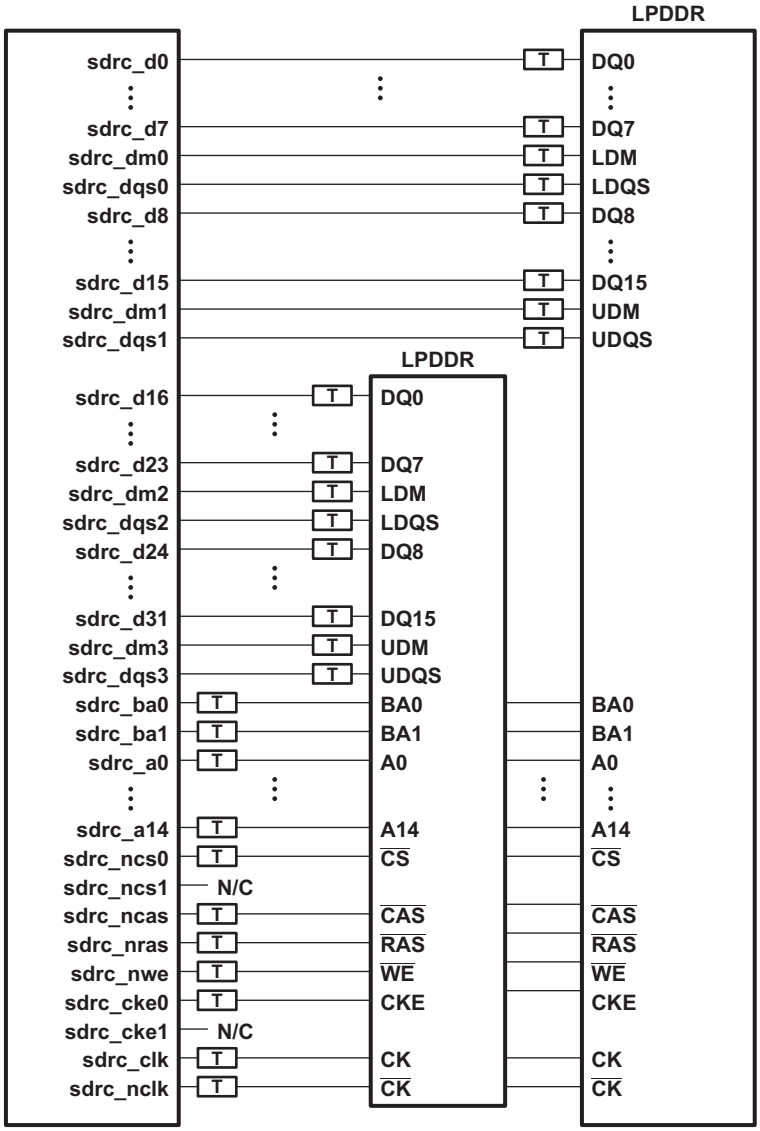
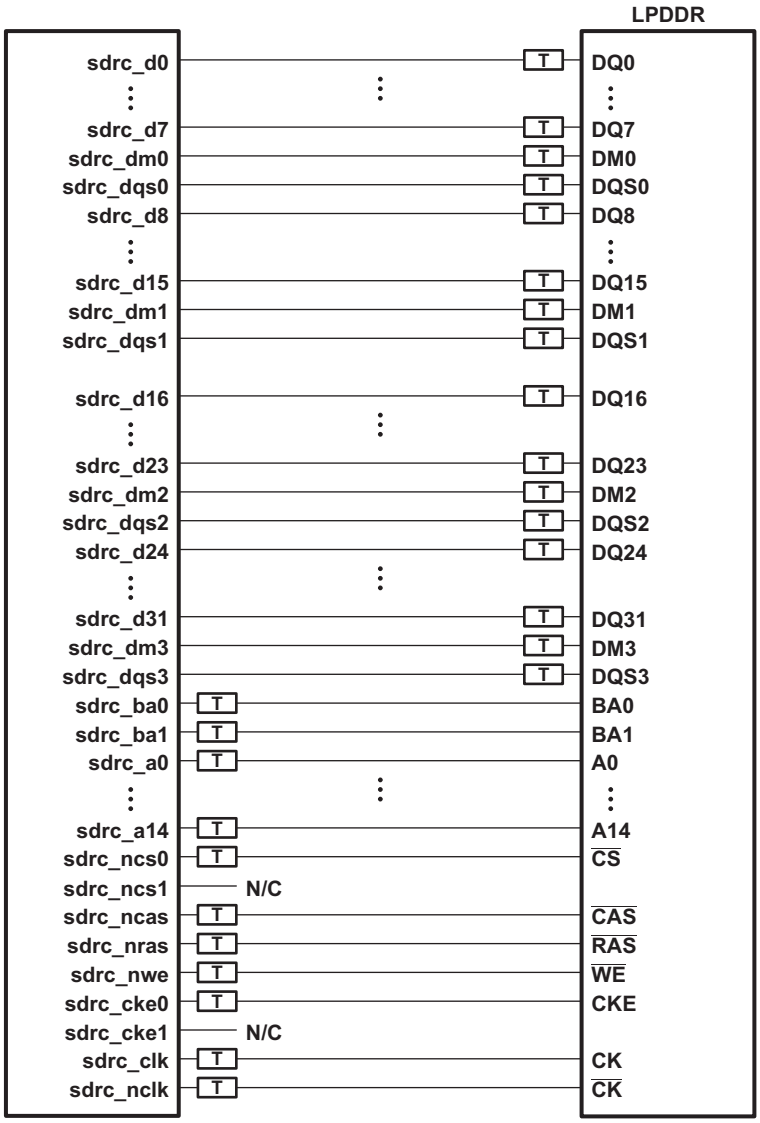

Figure 6-17. AM37x LPDDR High Level Schematic (x16 memories)
Figure 6-18. AM37x LPDDR High Level Schematic (x32 memory)
Figure 6-17 and Figure 6-18 show the LPDDR interface schematics for a LPDDR memory system. The 1 x16 LPDDR system schematic is identical to Figure 6-17 except that the high word LPDDR device is deleted.
(1) See Figure 6-17 for dimension definitions.
(2) Measurements from center of device to center of LPDDR device.
(3) For 16 bit memory systems it is recommended that Y Offset be as small as possible.
(4) LPDDR keepout region to encompass entire LPDDR routing area.
(5) Non-LPDDR signals allowed within LPDDR keepout region provided they are separated from LPDDR routing layers by a ground plane.